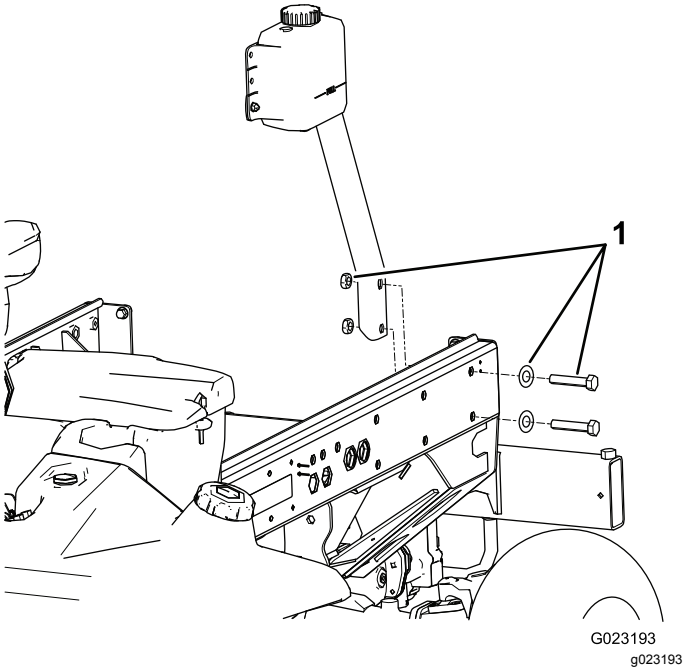

Figura 18
1. Retire los 2 pernos, las 2 arandelas y las 2 tuercas que sujetan el soporte de montaje del depósito al larguero izquierdo del bastidor (Figura 18).